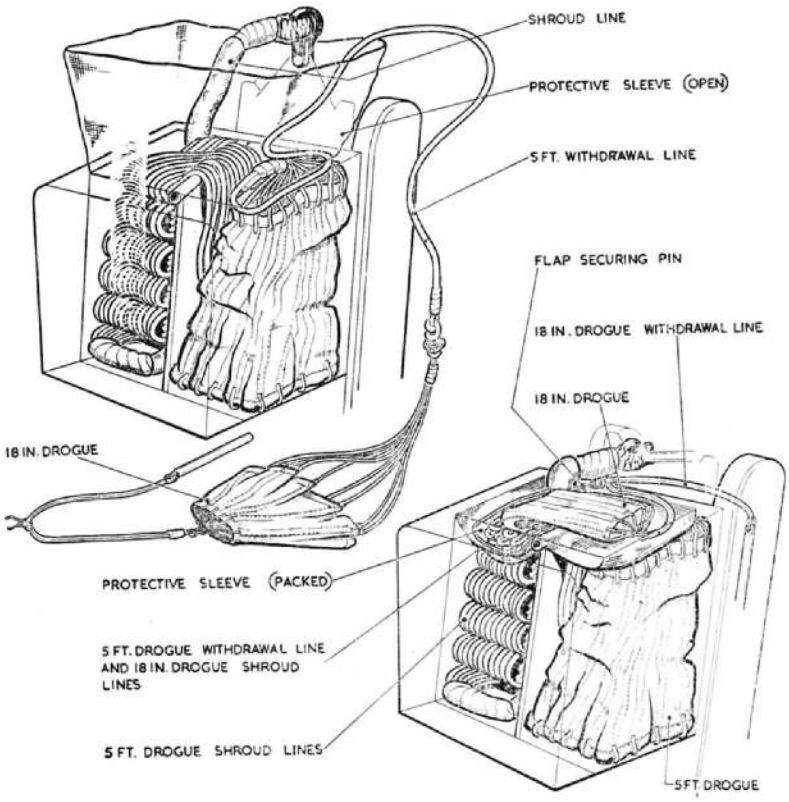

Fig. 17. Stowing the drogues
(2) Insert the sleeve-protected shroud lines from the shackle into the rearmost outer corner of the right-hand compartment of the drogue container and fold the shroud lines as shown in the upper diagram of fig. 17.
(3) Extend the remaining shroud lines and check that they are not entangled; fold the 5 ft. drogue into three double folds and pack into the left-hand compartment.
(4) Cover the shroud lines and the 5 ft. drogue with the protective sleeve. The 5 ft. drogue withdrawal line must emerge from the protective sleeve in the right-hand compartment.
(5) Fold the 5 ft. drogue withdrawal line and the 18 in. drogue shroud lines on top of the protective sleeve in the right-hand compartment and stow the 18 in. drogue as shown in the lower diagram of fig. 17.
(6) Close the flaps in the following order:— port (1), starboard (2) rear (3) and front (4). The wire loop must pass through each eyelet in turn and the 18 in. drogue withdrawal line must emerge from the rearmost corner nearest the drogue gun.
(7) Insert the flap securing pin attached to the 18 in. drogue withdrawal line through the wire loop and tie to the fabric loop on the front flap with a single loop of No. 8 linen thread (Stores Ref. 15A/108).